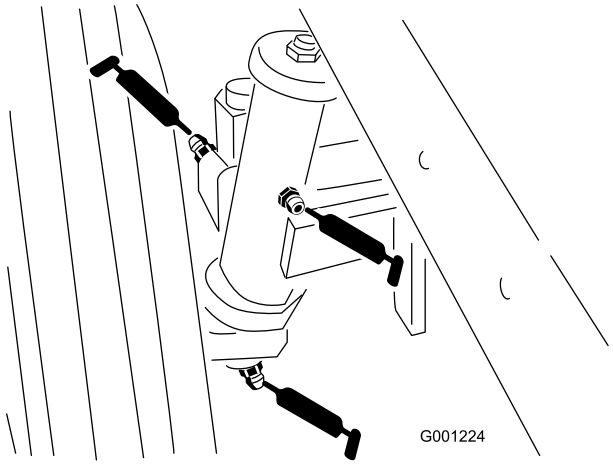

Figur 41
- Bakre hjulspindelbussningar (Figur 41)